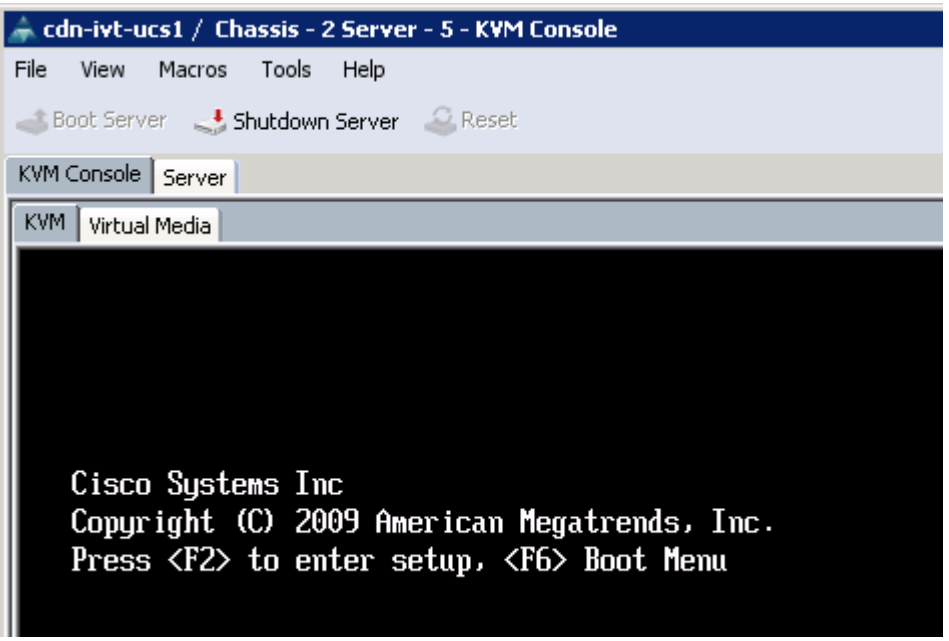

Figure 3-3 Server Boot Menu Selection
1. Press **F6** when the boot process reaches the point illustrated in **Figure 3-3**.